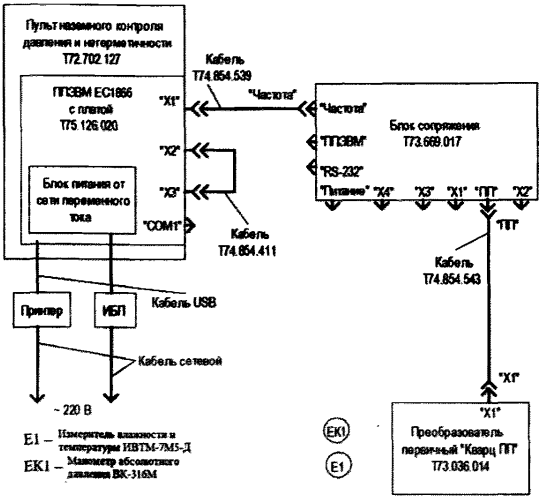

Рисунок 1 - Схема проверки.
С помощью манометра абсолютного давления ВК-316М (EK1, см. рисунок 1) и измерителя влажности и температуры ИВТМ-7М5-Д (E1, см. рисунок 1) измерить значения давления и температуры в месте расположения «Кварц ПП» и записать их для дальнейшего использования.
8.2.7 С помощью манометра абсолютного давления ВК-316М (ЕК1, см. рисунок 1) и измерителя влажности и температуры ИВТМ-7М5-Д (Е1, см. рисунок 1) измерить значения давления и температуры в месте расположения «Кварц ПП» и записать их. По записанным
8.2.11 Работоспособность «Кварц ПП» проверять, измеряя давление и температуру в месте расположения «Кварц ПП» с помощью манометра абсолютного давления и лабораторного термометра в соответствии со схемой проверки (см. рисунок 1).